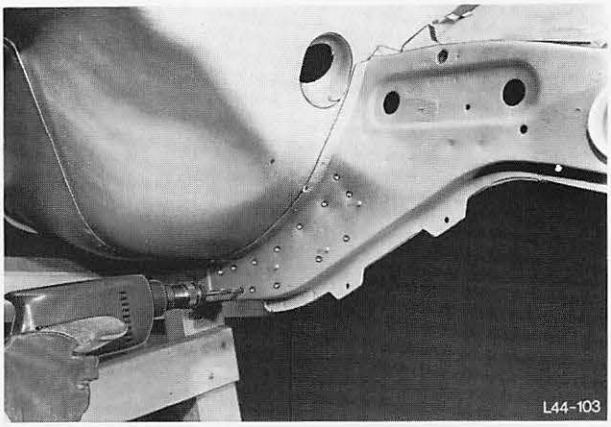

Abb. 99 Schweißpunkte – Längsträger an der Überlappung ausbohren
5. Schweißpunkte-Längsträger an beiden Seiten im Bereich der Überlappung ausbohren, Abb. 99.